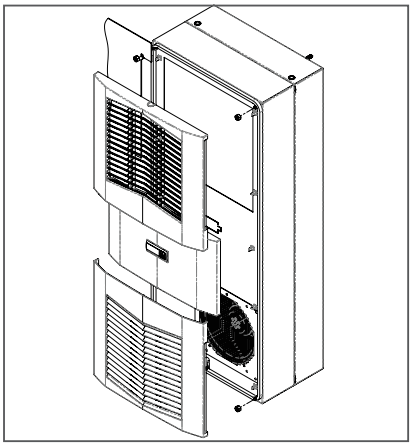

Figure 9
7. Replacez la grille perforée et, le cas échéant, le panneau central sur le capôt avant (voir la Figure 9).